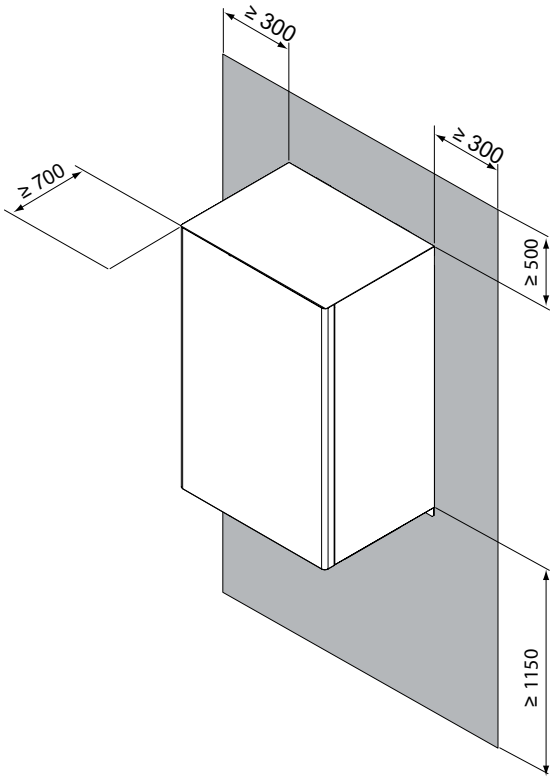

fig. 7 - Área operacional mínima para a unidade interna
- O espaço ao redor da unidade é adequado para a manutenção, ver fig. 7.